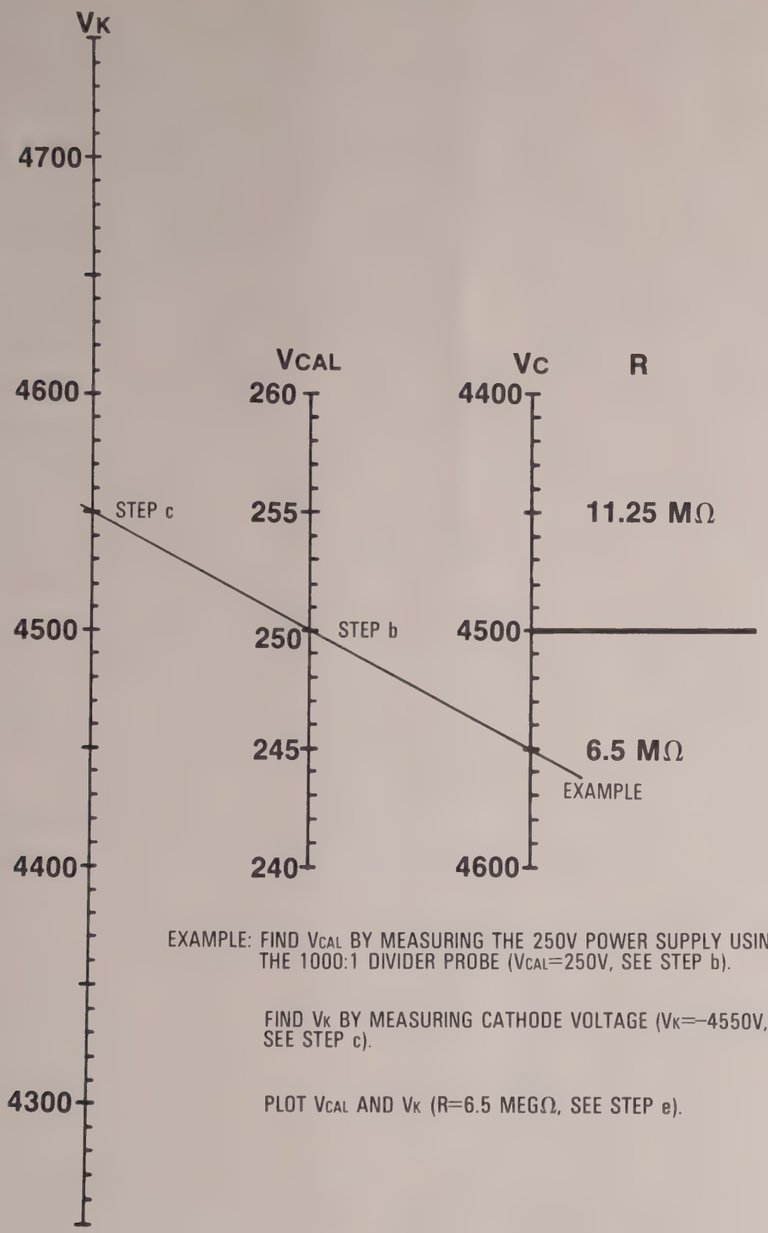

Figure 5-3. High Voltage Shutdown Circuit Nomograph
d. Plot V_{CAL} and V_K on the Nomograph in figure 5-3. If V_{CAL} plots off the Nomograph, then the 1000:1 Divider Probe does not meet the required ±3% accuracy. If V_K or V_C plot off the Nomograph, then one or more of the following resistors must be out of tolerance: A9R3; A9R4; A9R24.
e. Temporarily connect resistor "R" (value obtained from figure 5-3) in parallel with A9R3 (750 KΩ). If the addition of resistor "R" triggers the high voltage shutdown circuit, (A9TP1 becomes positive and high voltage shuts down), remove "R" and proceed to the next test.